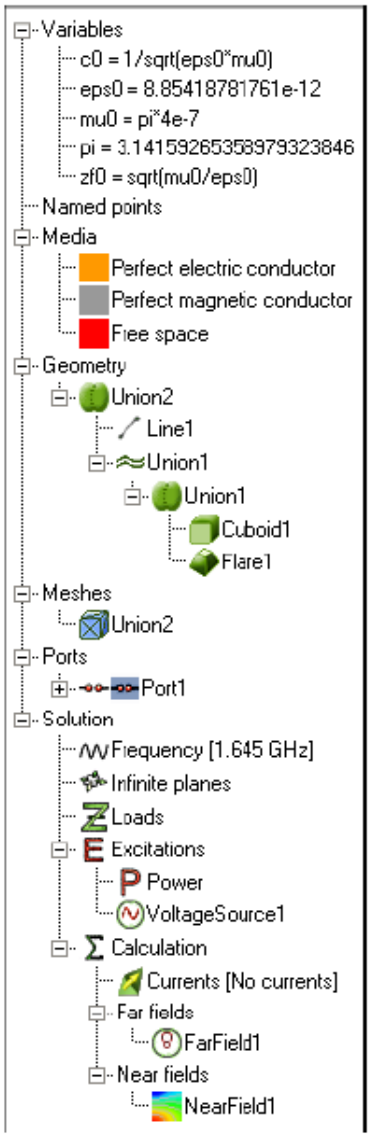

Рис. 2.3. Дерево проекта рупорной антенны
Дерево проекта (рис. 2.3) в FEKO находится слева от трехмерного представления. Оно содержит хронологию процесса создания геометрии, а также информацию о разбиении на сетку, точках порта, переменных, которые использовались во время процесса создания модели.
• раздел **Geometry** содержит хронологию создания геометрии. В данном примере (рис. 2.3) она содержит одну компоненту с именем **Union2.** Эта компонента была сделана из двух частей, а именно **Line1** и **Union1**. Line1 –